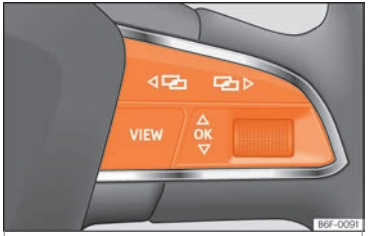

Fig. 73 Right side of the multifunction steering wheel: buttons to the menus and information displays on the instrument panel.
As long as a priority 1 ››› **page 75** warning is active, it will not be possible to access any menu. Some warnings can be confirmed and hidden with the button OK of the multifunction steering wheel ››› **Fig. 73**.
- If a message or vehicle symbol is displayed, press the button OK ››› **Fig. 73**; if necessary, several times.
- To change menus, use buttons ◁ or ▷ ››› **Fig. 73**.
- To open the menu or the information displayed, press the button OK ››› **Fig. 73** or wait a few seconds until the menu or the informative display opens automatically.
- In the menu displayed, turn the right thumbwheel of the multifunction steering wheel ››› **Fig. 73** until the desired option of the menu is highlighted. The option appears framed.
- Press the button OK ››› **Fig. 73** to make the required modifications. A mark indicates that the system or function is activated.
Press the button ◁ or ▷ ››› **Fig. 73**.